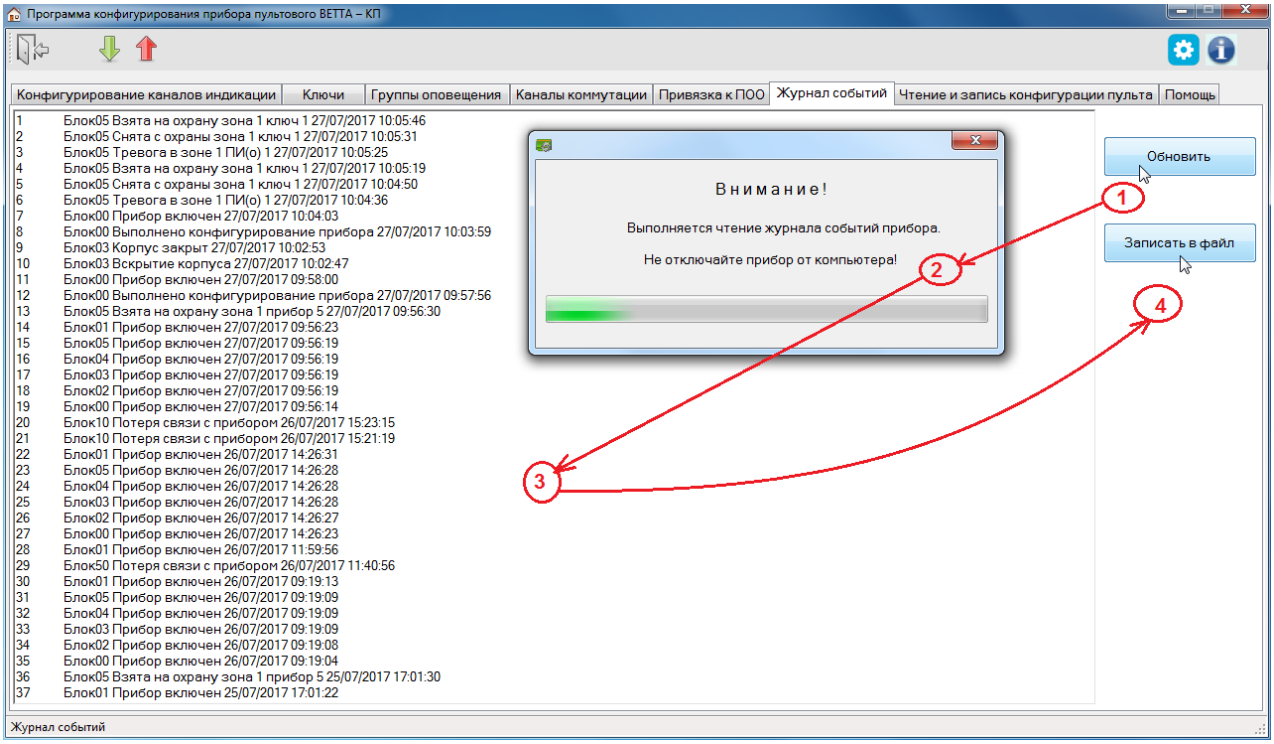

Рис. 31. Порядок действий при чтении журнала событий системы
4) после завершения чтения текущей конфигурации и запуска основного окна программы-конфигуратора, перейдите на вкладку «Журнал событий» (Рис. 31);
5) нажмите кнопку «Обновить» (Рис. 31, шаг 1);
6) программа выдаст информационное диалоговое окно (Рис. 31, шаг 2), которое автоматически закроется после завершения процесса считывания журнала из ОКП;
7) после считывания журнала из ОКП информация о системных событиях становится доступной в окне программы (Рис. 31, шаг 3), записи выводятся в хронологическом порядке, последние по времени – сверху;
8) для сохранения журнала событий на компьютере нажмите кнопку «Записать в файл» (Рис. 31, шаг 4) и укажите в появившемся диалоговом окне путь и название файла; сохранённый файл имеет формат rtf и может быть прочитан программами типа текстового редактора Word.